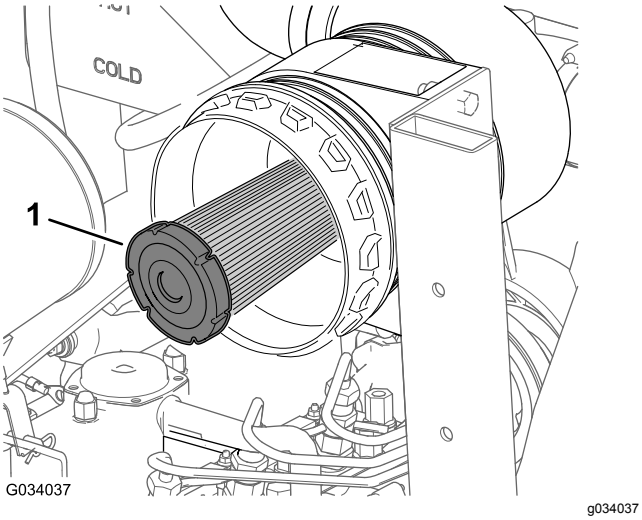

Figuur 44
2. Controleer het veiligheidsfilter op de aanwezigheid van stof en vuil (Figuur 44).
Belangrijk: **Probeer nooit het veiligheidsfilter te reinigen (Figuur 44). Plaats steeds een nieuw veiligheidsfilter als het voorfilter 3 onderhoudsbeurten heeft gehad.**